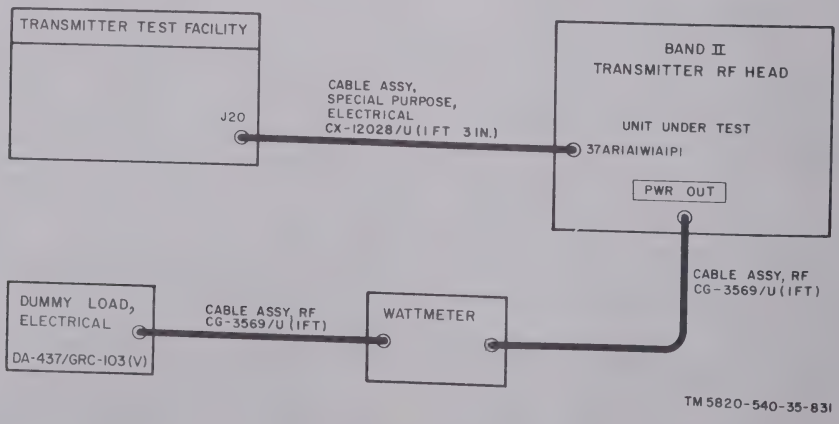

Figure 4–311.1 Frequency multiplier 37A1 alignment check, test setup.
(1) Connect the equipment as shown in figure 4–311.1.
(2) Direct cooling air from the AIR OUTLET of the transmitter test facility to the rear of the unit under test.
(3) With the XMTR TUNE and XMTR CHANNEL controls set to channel 1010, set the test facility switches as follows: